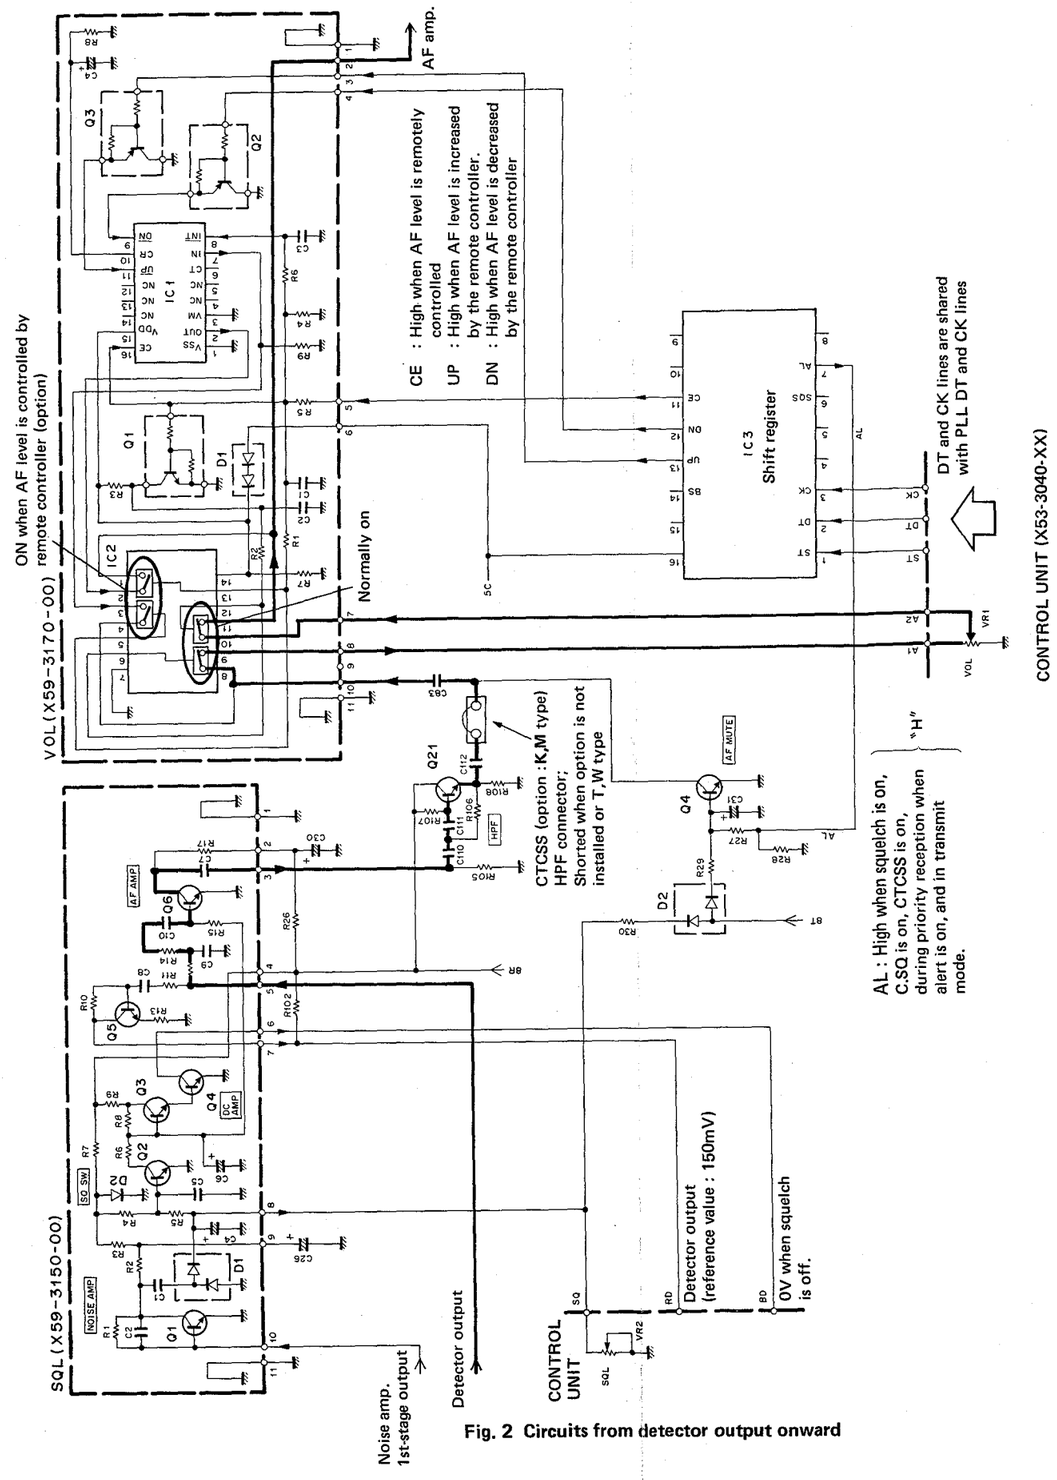

Fig. 2 Circuits from detector output onward
The first IF signal is amplified by Q3 : 2SC2714(Y) and fed to a special narrow-FM IC (TA7761F). Here the signal is mixed with the 10.24MHz **(K,M)**, 10.245MHz **(T,W)** frequency from the second local oscillator to produce the 455kHz second IF signal. This signal is sharpened by passing it through a six-element ceramic filter (CFW455F). The signal is then amplified by a five-stage limiting amplifier contained in IC1. This is followed by quadrature detection which is also performed by IC1. Undesirable high-frequency components are removed from the detected signal by an active low-pass filter. The signal then passes through the audio volume control, then is amplified by the audio power amplifier (IC4), and applied to the speaker. The circuit configuration from detection onward is shown in **Fig. 2**.